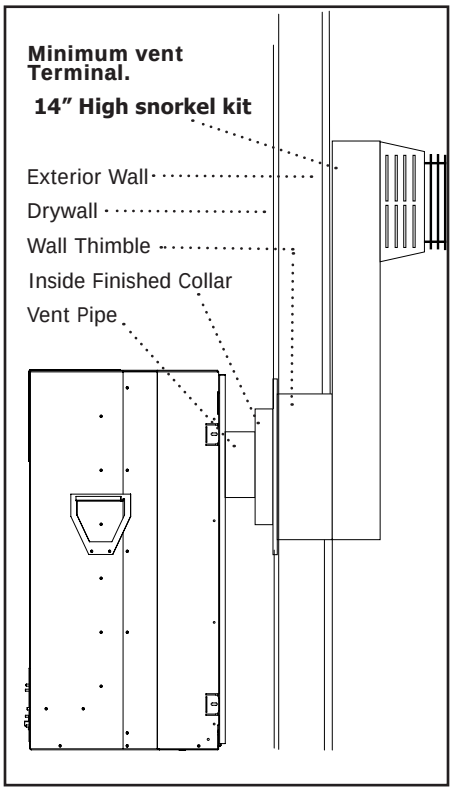

Figure 24. Possible Vent Configurations for Top Vent Only. Vertical and Horizontal Terminations
Figures 24 shows the range of venting options for **top vented configurations only** using either vertical or horizontal terminations; any layout that remains within the shaded area is acceptable. Having the fewest number of elbows is ideal as they tend to disrupt air movement. Using 45˚ elbows is preferable to using 90˚ elbows. Also, a shorter vent system will perform better than a longer one. The total length of horizontal vent pipe can not exceed 20 feet (6.1m) and the total vent length can not exceed 40ft (12.2m).
Exhaust Restrictors: Your Q2 fireplace is supplied with 2 different exhaust restrictors. Your venting configuration will determine which restrictor plate you will need to use. Look at the Fig. 24 on page 26 to determine which restrictor your installation will require.
Step 1. Determine which/if any restrictor will be required for your installation Fig.24 Page 26.